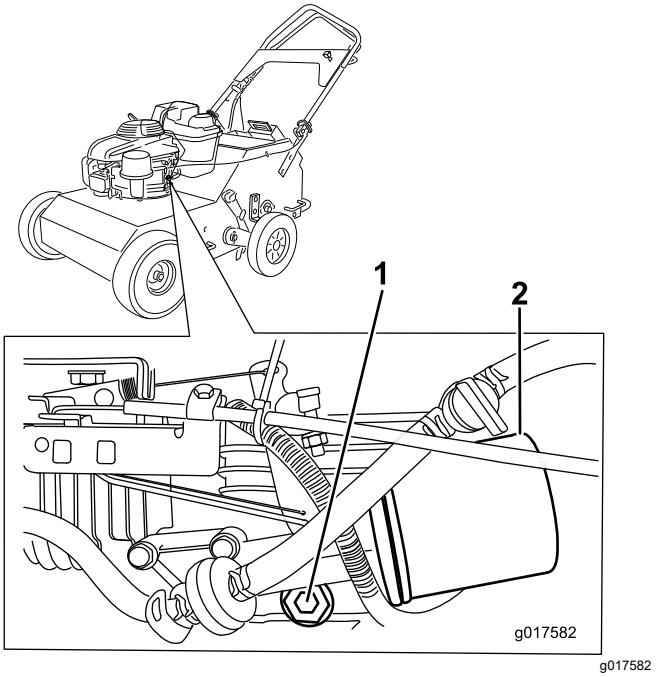

Figure 26
6. Enlevez le bouchon de vidange (Figure 26) et inclinez la machine pour vidanger l'huile dans le bac.
2. Placez un chiffon sous le filtre à huile (Figure 26) pour recueillir l'huile qui peut s'écouler lors de la dépose du filtre.